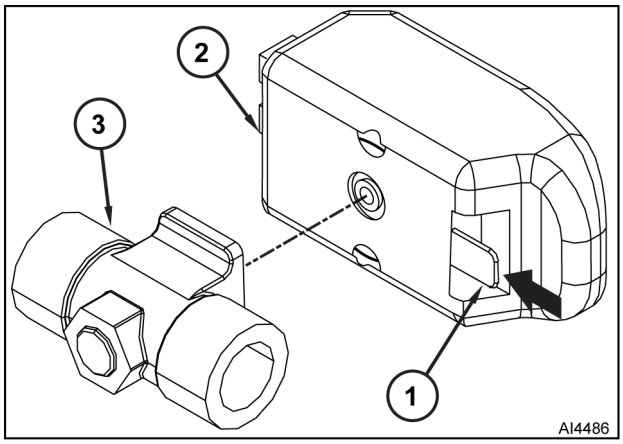

Fig. 37
- Press and hold spring catch (1, Fig. 37) then life motorized control assembly (2, Fig. 37) off valve body (3, Fig. 37).